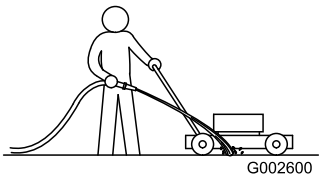

Figure 26
1. Mettez le moteur en marche lorsque la tondeuse se trouve sur une surface revêtue plane et dirigez un jet d'eau devant la roue arrière **droite** (Figure 26).